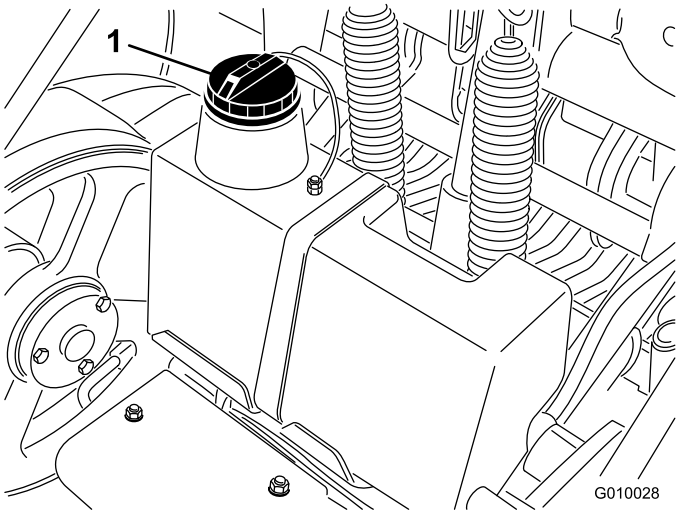

Figur 18
3. Rengjør rundt påfyllingshalsen og lokket på den hydrauliske tanken (Figur 18). Ta lokket av påfyllingshalsen.